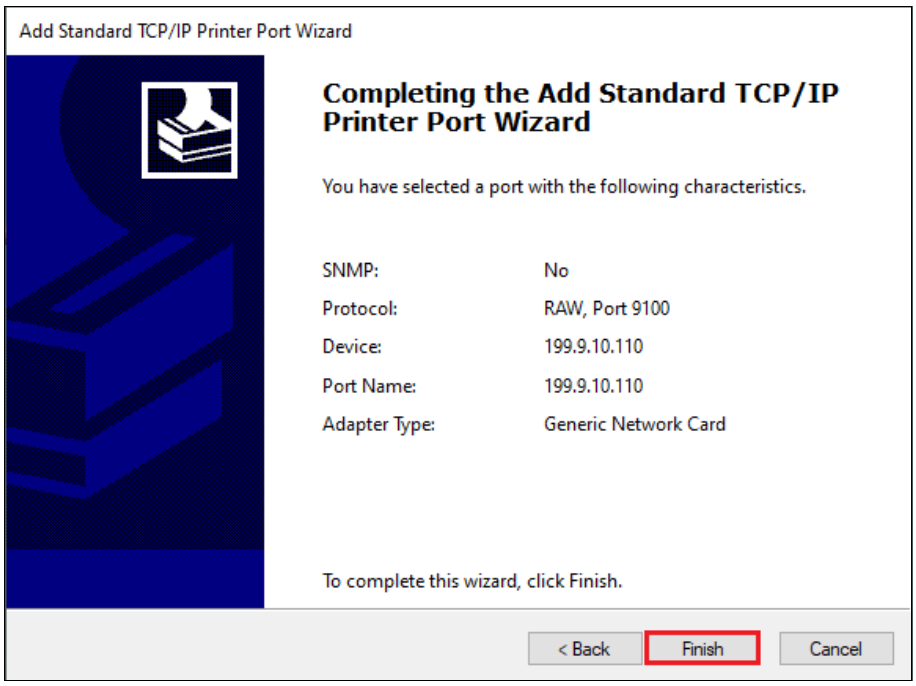

Figure 2-44 Complete adding Standard TCP/IP Printer Port
8. Windows will automatically detect the TCP/IP port. Click "Finish" to complete adding Standard TCP/IP Printer Port, as shown in Figure 2-44.